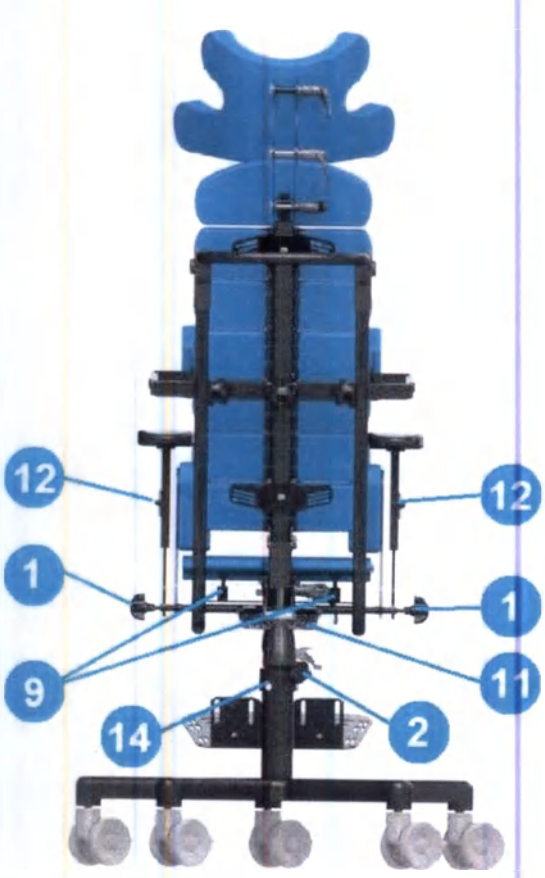

Рис.9
7.1 Регулировка по ширине *Рис. 9.*
7.2 Регулировка по глубине *Рис. 9.*
7.3 Регулировка единой платформы для стоп Sin *Рис. 9.*
7.4 Регулировка угла наклона сиденья *Рис. 9.*
7.5 Регулировка угла наклона спинки *Рис. 9.*
7.6 Регулировка угла единой платформы для стоп Sin *Рис. 9*
7.7 Регулировка высоты упоров для бедер *Рис. 9.*
7.8 Регулировка спинки *Рис. 9.*
7.9 Регулировка сиденья по высоте *Рис. 9.*
7.10 Регулировка подлокотников по высоте *Рис. 9.*
7.11 Тормоза *Рис. 9.*